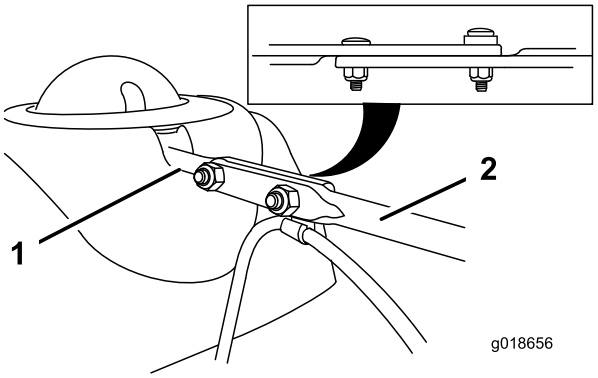

**Figur 14**
3. Rikta in den långa utkastarreglagestångens flata baksida efter den korta stångens flata framsida som sticker ut från kontrollpanelen, så att de ligger intill varandra (Figur 14).